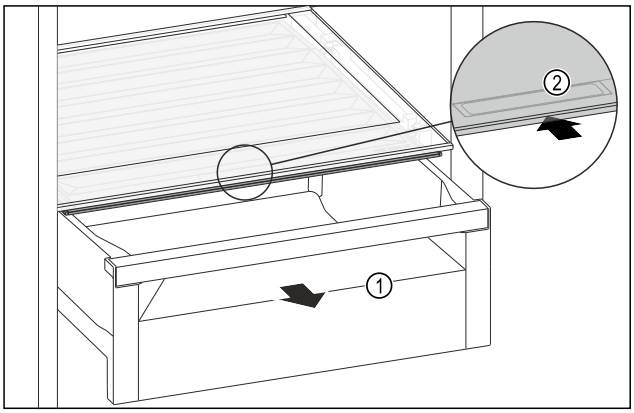

Fig. 151
▶ Schubfach *Fig. 151 (1)* herausziehen.
▶ Griffmulde *Fig. 151 (2)* am Fachdeckel anfassen und Fachdeckel gleichzeitig nach hinten schieben.